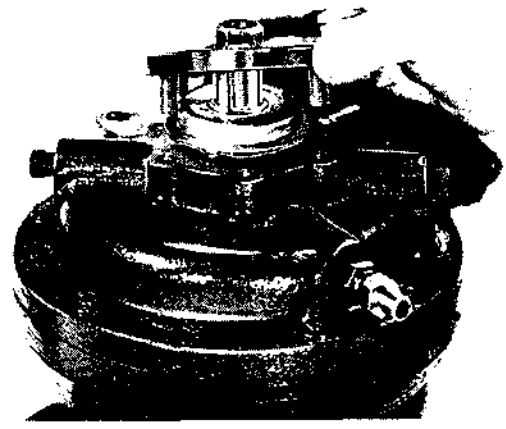

Figure 18—Removing the Seal Retaining Plate
5. Remove the seal retaining plate as shown in figure 18.